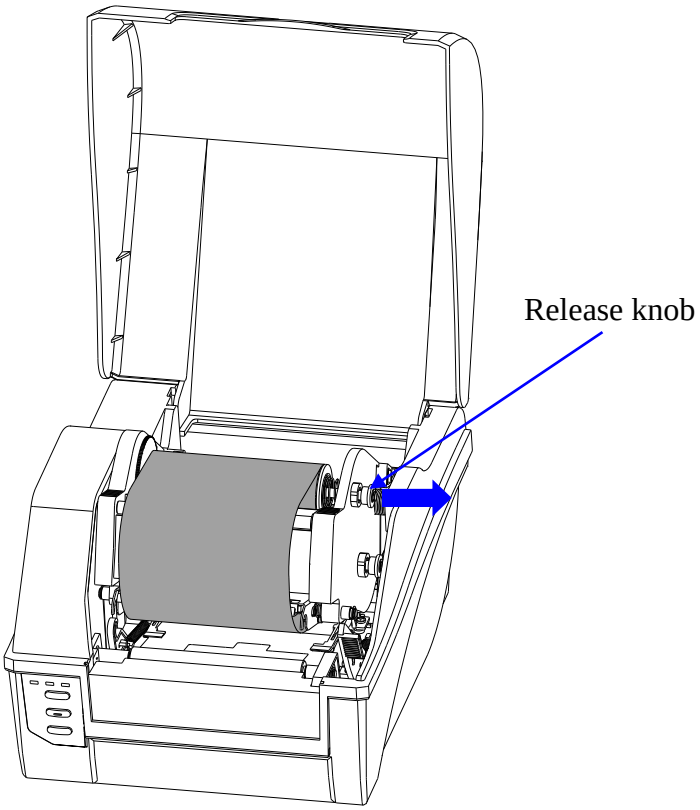

Figure 2-11 Place the Core on Ribbon Take-up
7. Pull the Release Knob of the Ribbon Take-up compartment outwards and load the core in the Ribbon Take-Up compartment, see Figure 2-11.